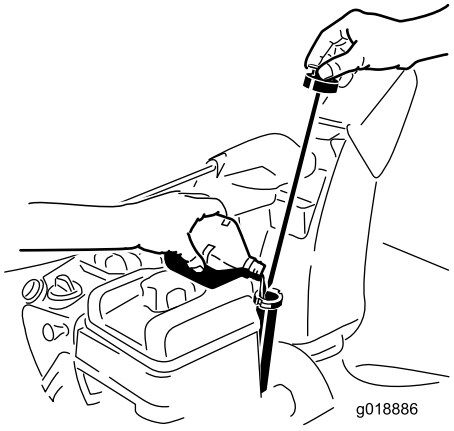

Figur 12
1. Fjern målepinden, og hæld **langsomt** olie i oliepåfyldningsrøret, indtil oliestanden når op til mærket Full (fuld) på målepinden. **Fyld ikke for meget på** (Figur 12). Se afsnittet Kontrol af motoroliestanden under Vedligeholdelse.